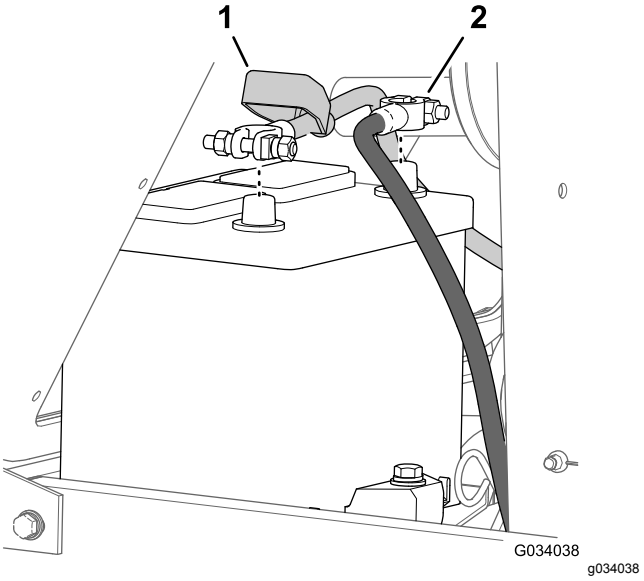

Figur 51
2. Koble den negative (-) kabelen fra batteripolen (Figur 51).
3. Skyv isolatordekselet bort fra batterikabelklemmen (Figur 51).
4. Koble den positive (+) kabelen fra batteripolen (Figur 51).
7. Koble til kablene, den positive (+) kabelen til den positive batteripolen (Figur 51).
8. Koble den negative (-) kabelen til den negative batteripolen (Figur 51).